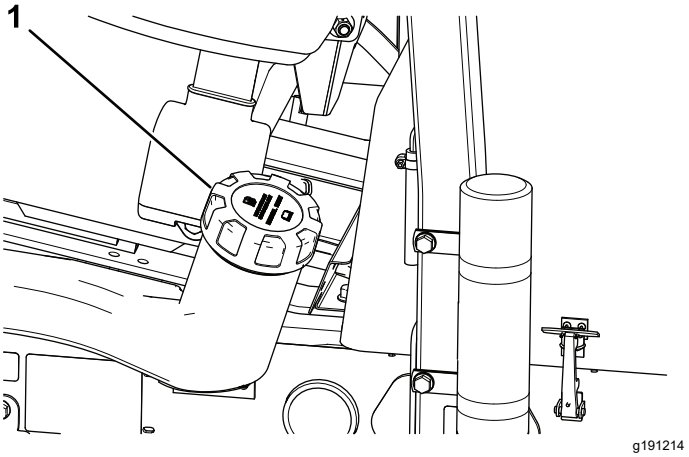

Rysunek 36
2. Oczyść obszar wokół korka zbiornika paliwa (Rysunek 36).